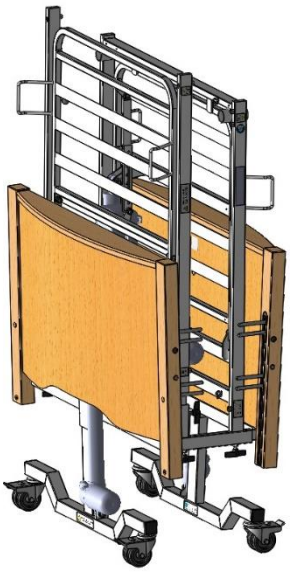

Rysunek 22. Łóżko na adapterze transportowym
- Ostrożnie podnieś sekcję nóg i opuść ją na pionowe pręty (płaskowniki) upewniając się, że części elektryczne są po wewnętrznej stronie łóżka (spójrz na rysunek 22).